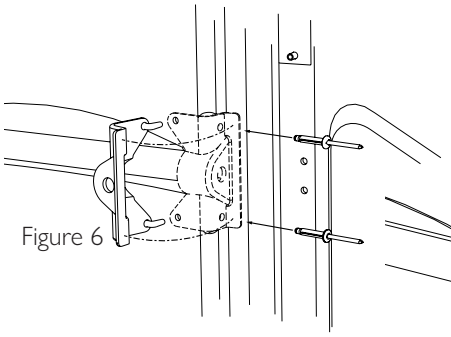
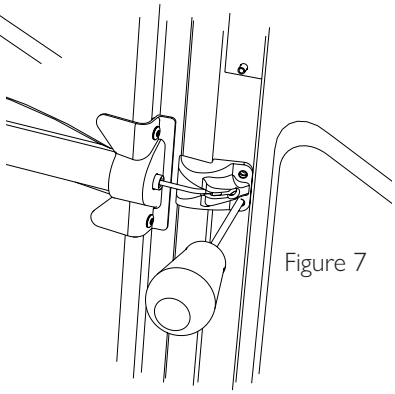

Figure 6
Figure 7
Refer to Figure 6. Place the door closure in the molded channel located at the center of the door and push it into the molded pocket. Thread the ball end of the cable through the hole in the door closure retainer clip. Position the door closure retainer clip *(as shown in Figure 6)*. Rivet in place with (2) PC-000105 bulbex rivets. Go into the restroom and close the door. Refer to Figure 7. Place the barrel end of the spring cable into the slot of the PC-000181 plastic cable clip. Insert an awl through the bottom hole of the cable clip and pull the clip so that awl is inserted into the drilled hole in the door jamb. Lining up the top hole, rivet from the outside with a PC-000109 rivet with a PC-000106 washer on the inside. Remove the awl and rivet the bottom hole in the same manner.